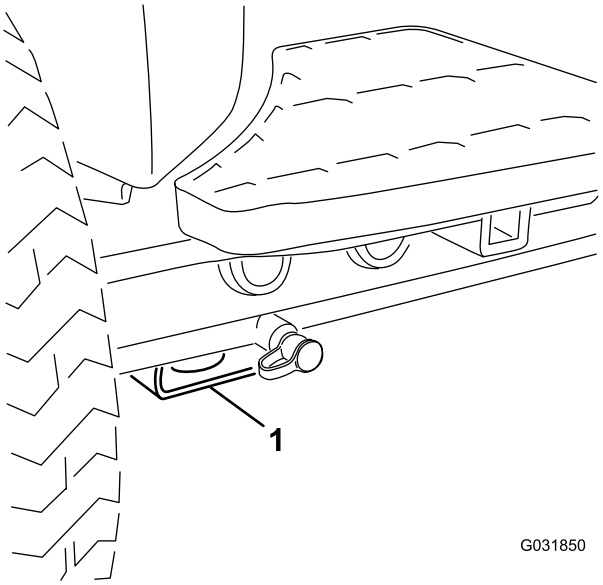

Figur 44
- For – rektangulær plade, under akselrøret, indvendigt i forhold til hvert fordæk (Figur 44).